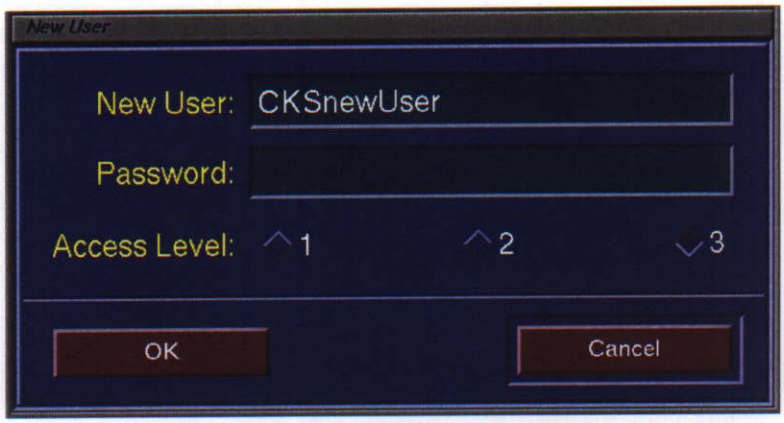

**Figure 3 New User Screen**
**Step 4.** Click the **ADD USER** button and the New User window (*Figure 3 New User Screen, page 3*) appears. Clicking **CANCEL** on the Add User window returns you to the CyberKnife System menu. Click in the New User text area to activate the text area. The 'I' shaped text pointer appears in the text area.